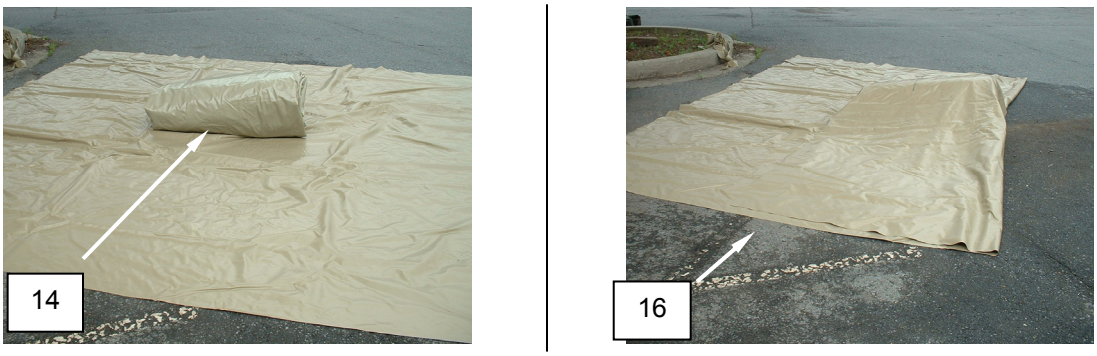

Figure 16. 3000 Graywater Tank.
14. Fold the ground cloth **(Figure 16, Item 16)** from one side to cover the tank **(Figure 16, Item 14)**.